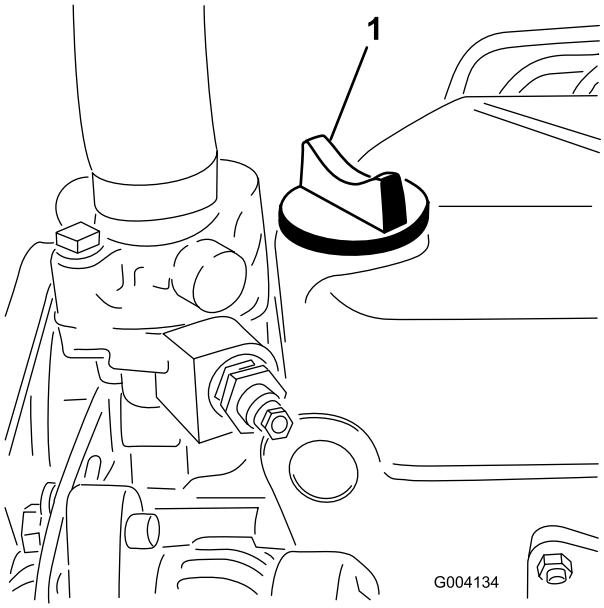

Figur 34
5. Om oljenivån inte når upp till markeringen Full på oljestickan, ska du ta bort påfyllningslocket (Figur 34) och fylla på olja tills nivån når upp till markeringen.